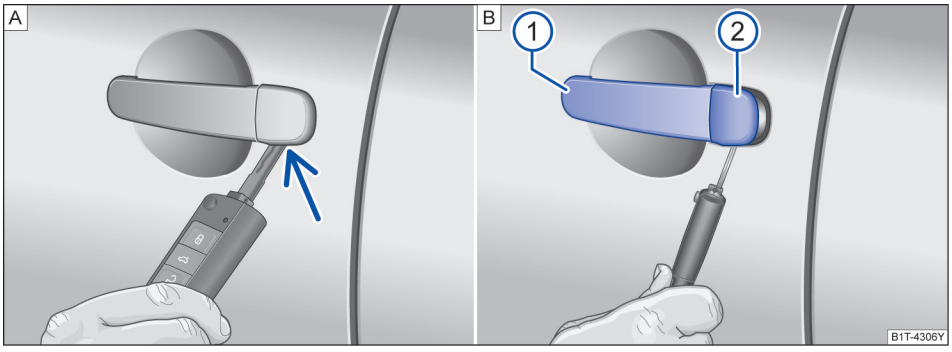

图 61 取下在驾驶员车门内车门锁的盖罩
– 拉起开门把手 ①。
– 将无线遥控钥匙的钥匙头从下面插入盖罩的开口内→ 图 61 ②。
– 转动钥匙以便松开盖罩并取下→ 图 61。